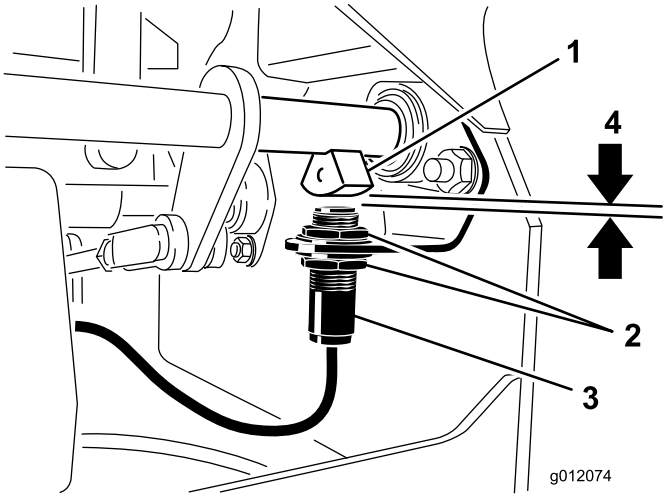

**Figur 51**
4. För säkerhetsbrytaren upp och ned på fästet tills avståndet mellan bromsaxelsensorn och brytarkolven är 3,9 mm (Figur 51).